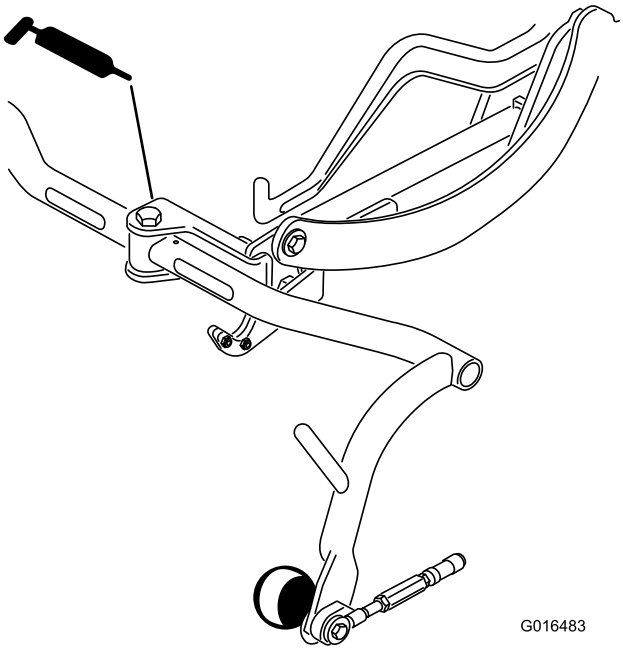

Figur 36
- Bærerammens akserør (3) (Figur 36)